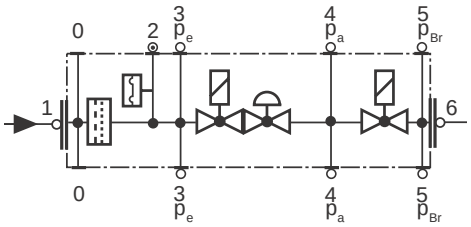

Рис. 26
- Заменяйте фильтр, если разница давления между точками 1 и 3 (Рис. 26) $\Delta p > 10$ мбар.